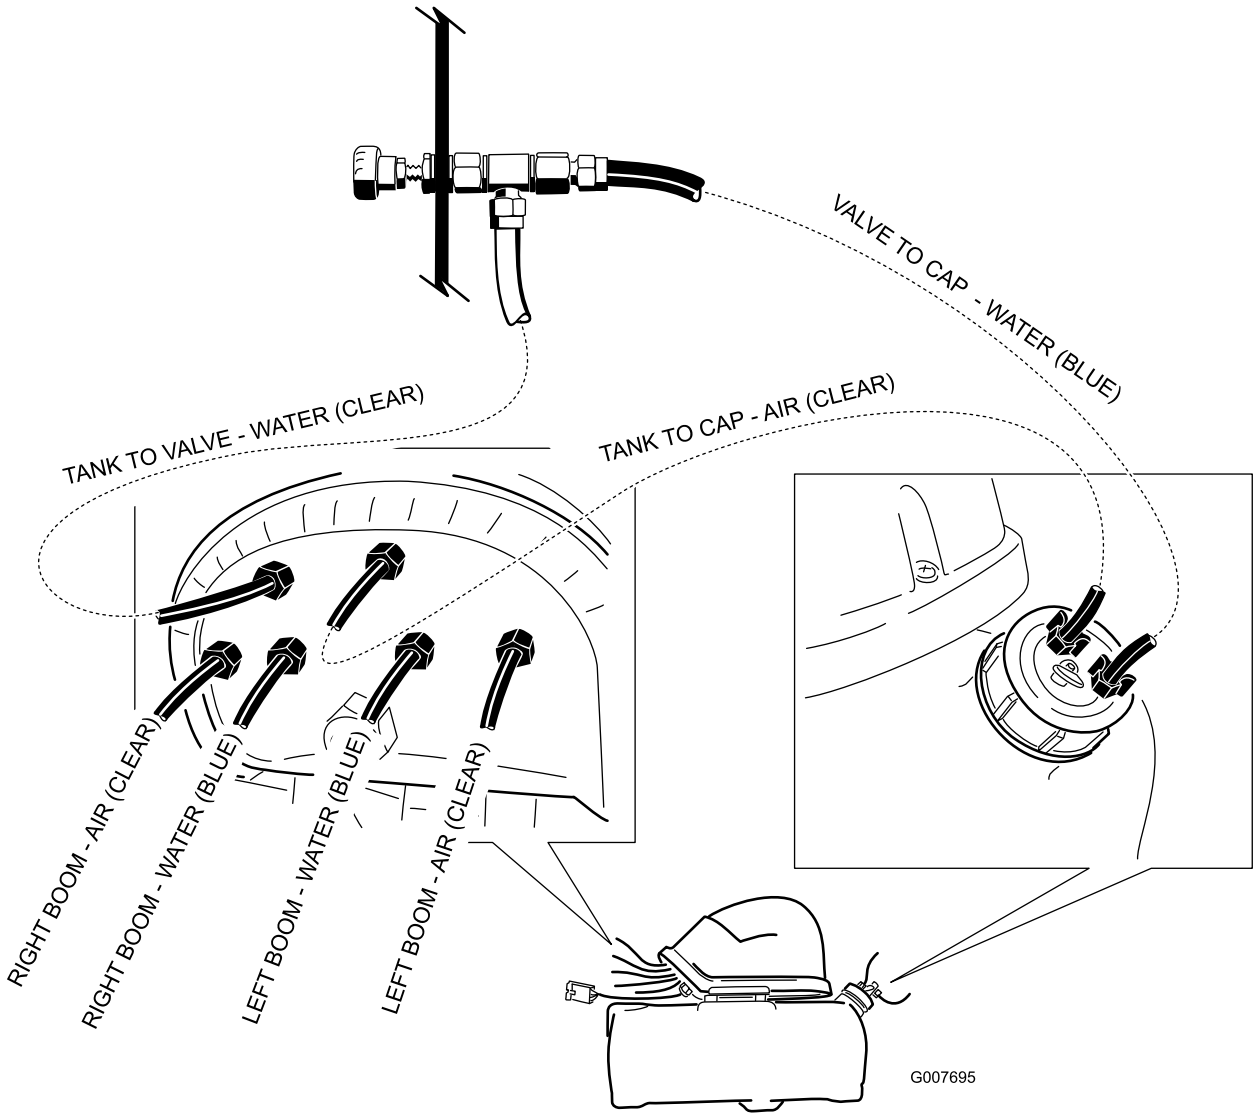

Figur 23
3. Den slutgiltiga dragningen ska se ut som enligt Figur 23.